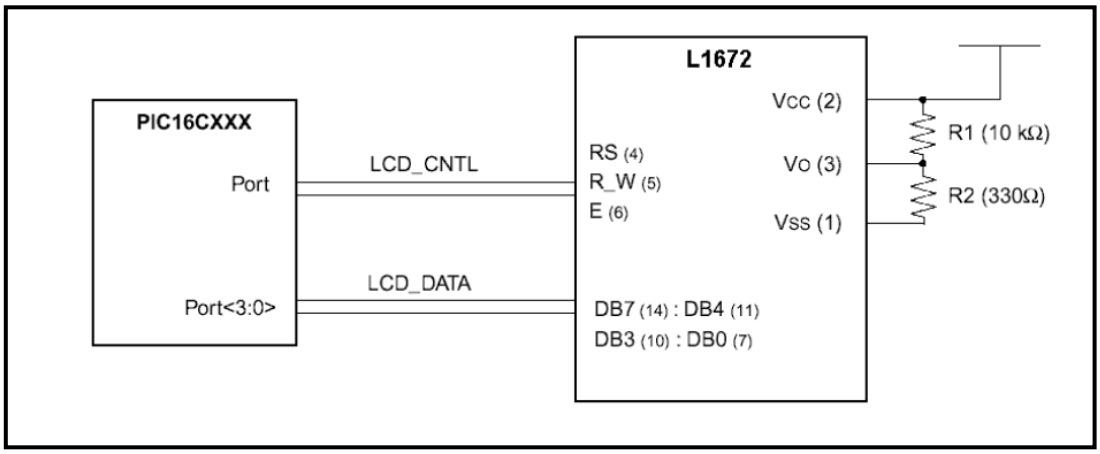

Figura 1.9b. Modo de operación en 4 bits, utilizando la parte baja del puerto.
- Mediante un interface de 4 bits de datos y 3 líneas de control, con transferencia de datos o instrucciones de 4 bits en 4 bits, empleando la parte baja de puerto conectado al LCD (port <3:0>), **figura 1.9b**.